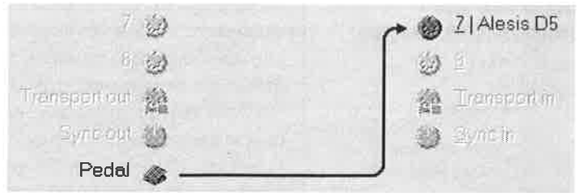

Figure 4-20: Connectez la sortie de la pédale à un appareil.
1. **Dans la fenêtre MIDI Routing, connectez l'icone de la pédale aux sorties désirées (comme le montre la Figure 4-20 à la page 57).**